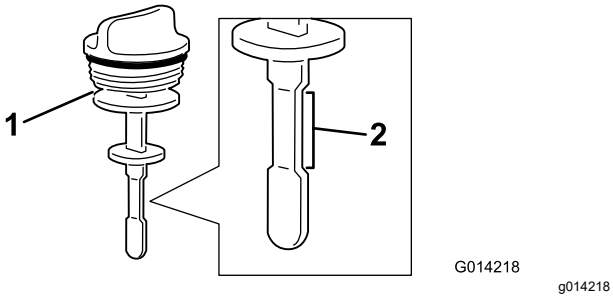

Figur 108
4. Ta ut oljestickan ur påfyllningsröret och kontrollera vätskenivån (Figur 108).